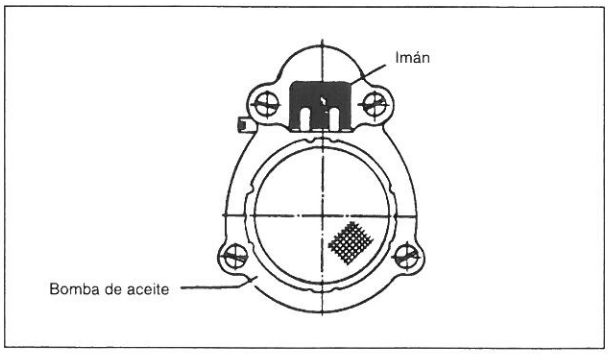

Fig. 3
c) Coloque el imán que viene con los accesorios en la bomba de aceite (Ver fig. 3) para retener los pedacitos de metal que se puedan desprender.